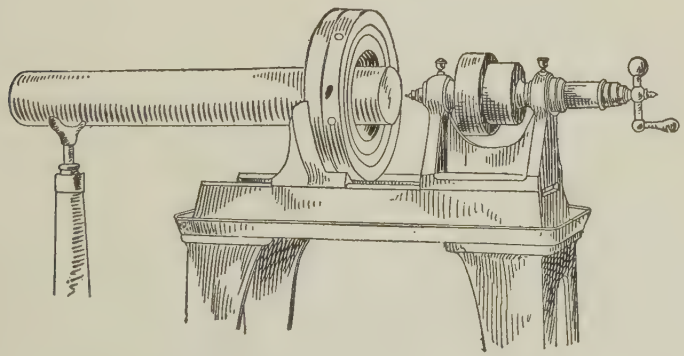

Fig. 71.—Centering machine. (*Courtesy of D. E. Whiton.*)
83. The Centering Machine (Fig. 71).—Modern machine-shop equipment includes a centering machine which automatically holds round pieces central with the drill spindle thus making it unnecessary to locate the centers otherwise. (There